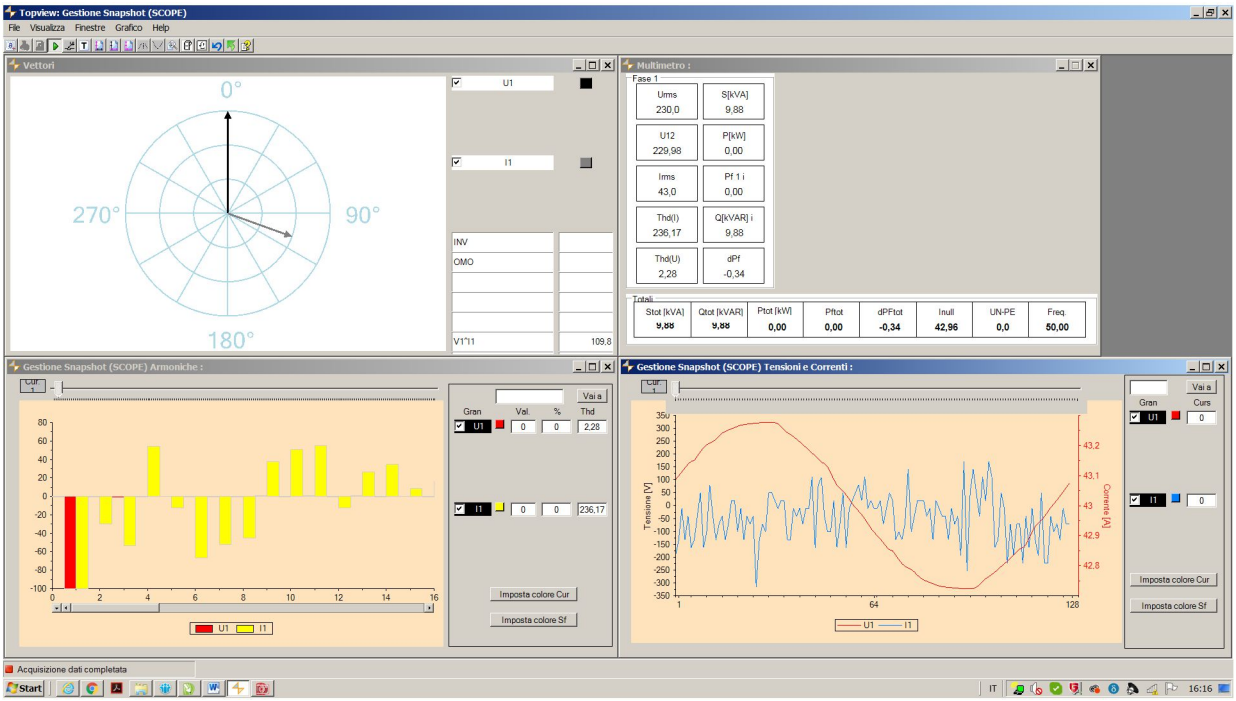

Fig. 20: Visualisation des grandeurs en temps réel
8. Cliquez sur le bouton "Suivant" pour ouvrir l'affichage des valeurs des quantités en temps réel sous forme de tableaux, de formes d'onde, de graphiques d'harmoniques et de diagramme vectoriel, comme indiqué sur la Fig. 20